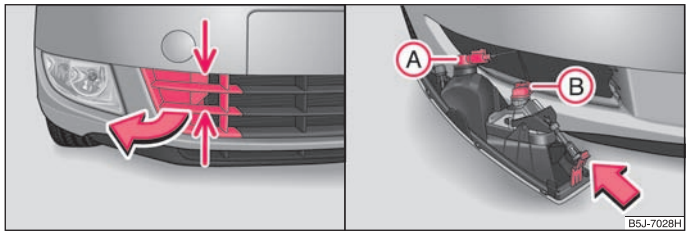

Fig. 171 Paragolpes delantero: Rejilla protectora / desmontaje del faro antiniebla
- Coger la rejilla por los puntos indicados por unas flechas ⇒ fig. 171 - lado izquierdo y sacarla.
- Meter la mano en la apertura, en la que se encuentra la rejilla y hacer presión contra la trampilla elástica ⇒ fig. 171 - lado derecho.
- Girar el conector (A) con la bombilla de la luz de marcha diurna o el conector (B) con la bombilla del faro antiniebla hasta el tope hacia la izquierda y retirarlo.